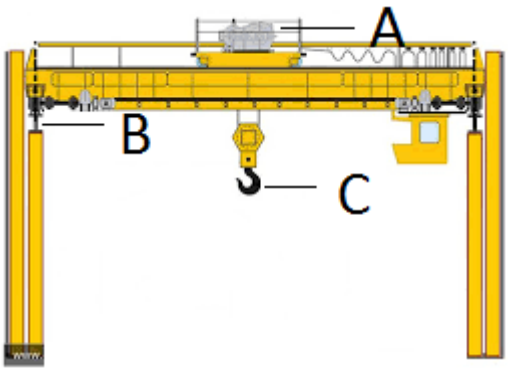

FIGUUR 2 (3)
7.2 FIGUUR 2 toon 'n bobaankraan. Benoem die gemerkte dele deur slegs die antwoord langs die letter (A–C) in die ANTWOORDBOEK neer te skryf.